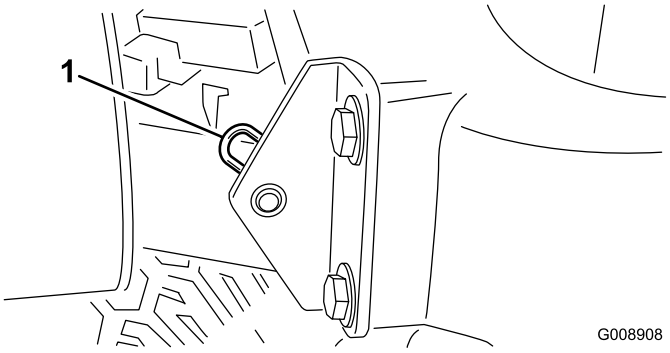

Figur 46
2. Fjern splinten som fester panseret til monteringsbrakettene (Figur 46).